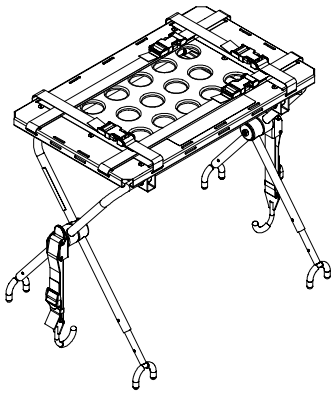

rys. 55
2. Otworzyć i rozłożyć nogi podstawki pod defibrylator, jak pokazano na rys. 55.